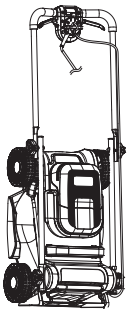

Fig. 21
- Store the lawn mower flat or upright (Fig. 21).